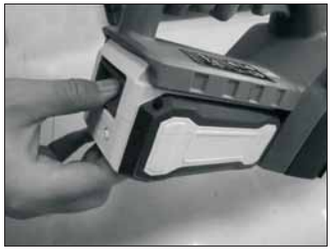

Abb.5A
1. Drücken Sie auf die Freigabetaste der Batterie an der Unterseite des Akkus. (Abb.5A)